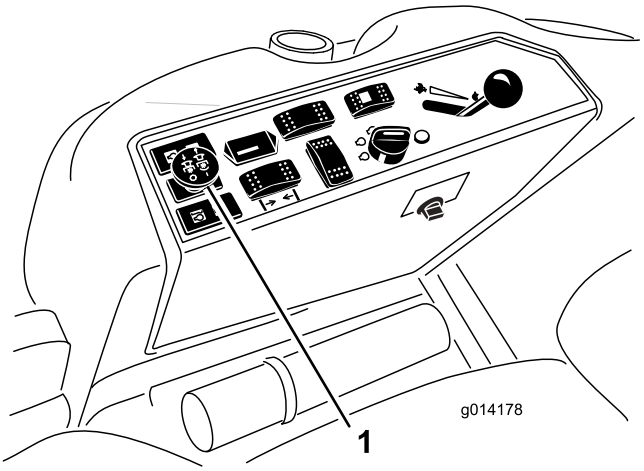

Рисунок 21
3. Чтобы включить механизм отбора мощности, потяните вверх переключатель PTO (Рисунок 21).